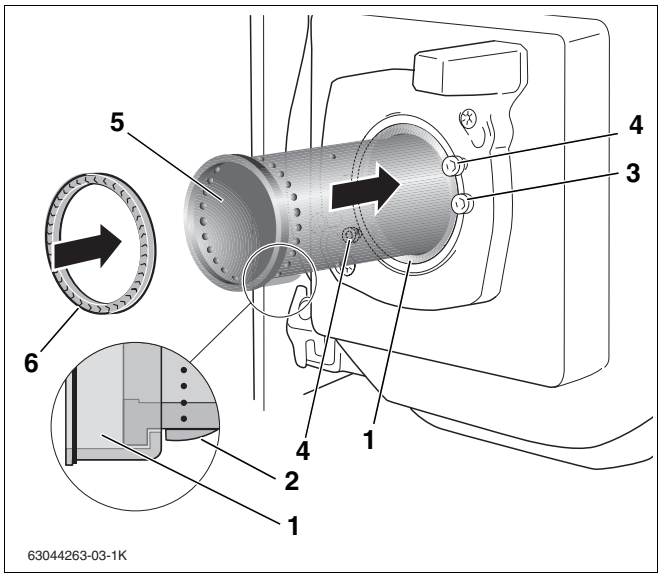
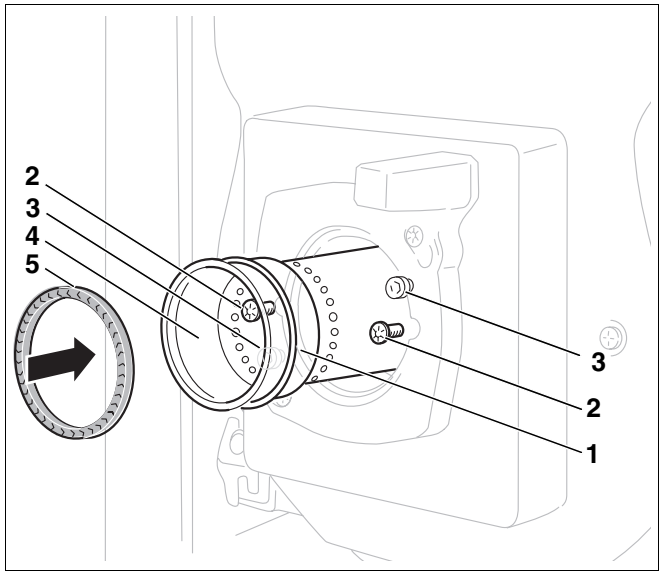

Afb. 38 Branderbuis vervangen
Afb. 39 Branderbuis vervangen
- Plaats de branderbuis (afb. 38, **pos. 5**) in de steunbuis. Breng hiervoor de branderbuis over de neus (afb. 38, **pos. 2**) heen naar binnen tot tegen de aanslag van de steunbuis. De neus van de branderbuis moet daarbij naar beneden wijzen en vastklikken (afb. 38, loep).
- Plaats nieuwe afdichting (afb. 38, **pos. 6**).
- Draai de beide bevestigingsschroeven (afb. 39, **pos. 2**) los.
- Neem de oude branderbuis (afb. 39, **pos. 4**) eruit.
- Plaats de nieuwe branderbuis (afb. 39, **pos. 4**) en O-ring (afb. 39, **pos. 1**).
- Controleer voor inbouw van de brander de afdichting (afb. 38 of afb. 39) tussen mengsysteem en branderbuis.
- Plaats de afdichting (afb. 38 of afb. 39) in de branderbuis.
- Plaats de brander op de beide schroeven in de branderflens (afb. 38 of afb. 39).
- Draai naar links tot de aanslag en draai de bevestigingsschroeven (afb. 38 of afb. 39) weer vast.